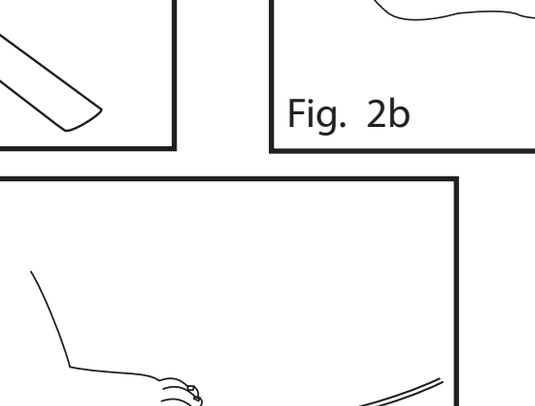

Fig. 2c
4. Compruebe el sensor para verificar su correcta colocación; vuelva a colocarlo si fuese necesario (fig. 2c).